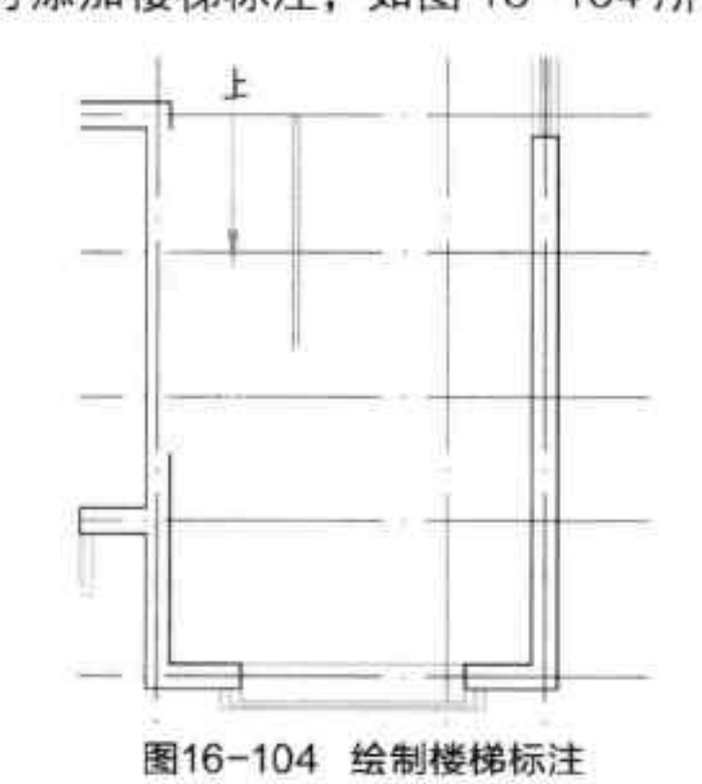

图16-104 绘制楼梯标注
Step 08 在楼梯合适位置，使用鼠标拖曳的方法，则可添加楼梯标注，如图 16-104 所示。